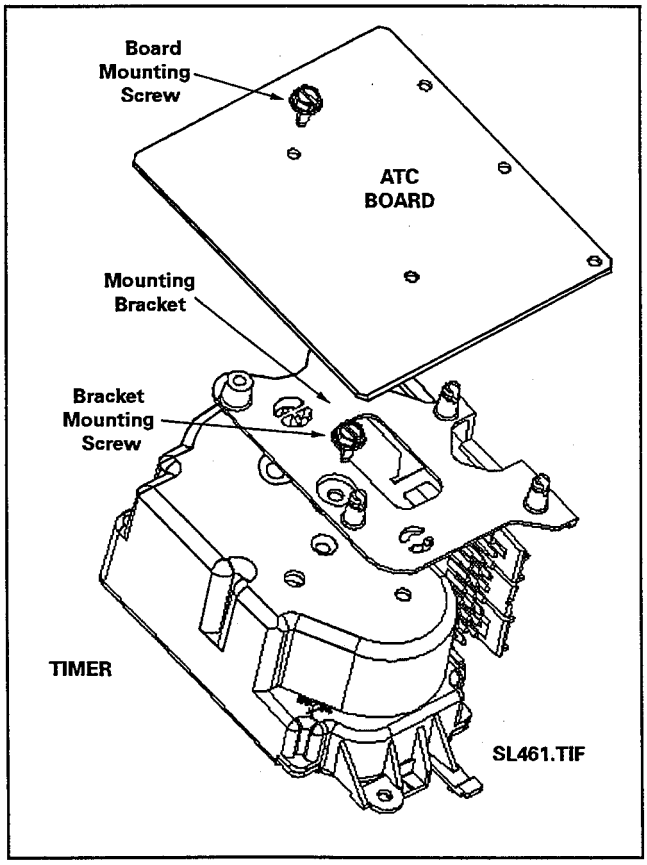

Figure 4-8
2. See ***Figure 4-8*** for additional assistance.